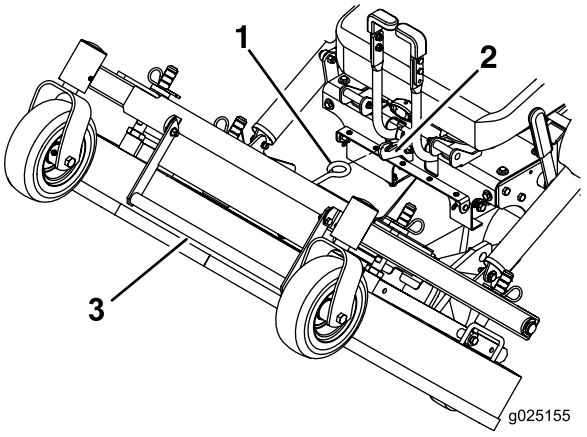

Figur 22
6. Bruk løftehåndtaket for klippeenheten til å heve klippeenheten og låse den i hevet stilling (låsen er plassert midt foran på setet) (Figur 22).
1. Hold godt fast på klippeenhetshåndtaket og koble fra klippeenhetslåsen fra maskinen, og senk klippeenheten til bakken (Figur 22).